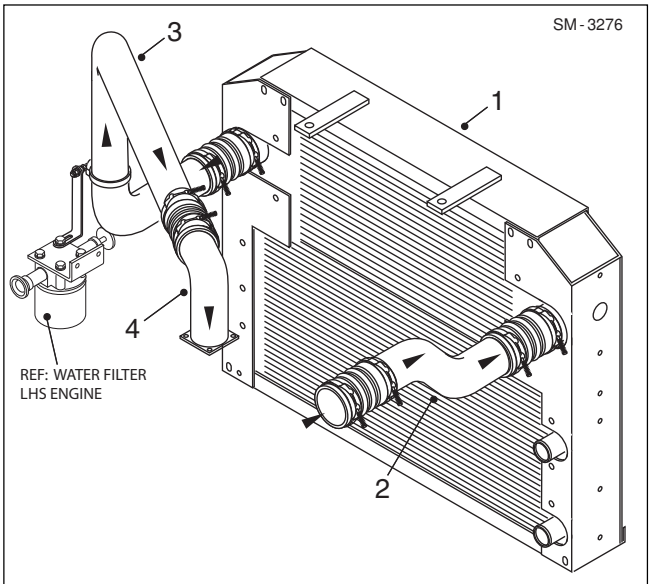

Fig. 3 - Air-To-Air Charge Cooler Piping
15. Slacken clamps securing cooler hoses to air inlet pipe (2, Fig. 3) and remove air inlet pipe from charge air cooler (1, Fig. 3) and engine turbocharger.
16. Remove nut, washers and clamp securing air outlet pipe (3, Fig. 3).
17. Slacken clamps securing cooler hoses to air outlet pipe (3, Fig. 3) and remove air outlet pipe (3, Fig. 3) from charge air cooler (1, Fig. 3) and inlet pipe (4, Fig. 3).
18. Slacken clamps (14) and remove coolant inlet pipe (19), hoses (15) and clamps (14) from radiator assembly and engine thermostat housing.
19. Slacken clamps (14 & 17) and remove coolant outlet pipe (16), hoses (15 & 18) and clamps (14 & 17) from bottom of radiator assembly and engine water pump inlet.
21. Remove bolts (11), washers (10), snubbing washers (40) and mounts (13) securing radiator assembly to the frame.